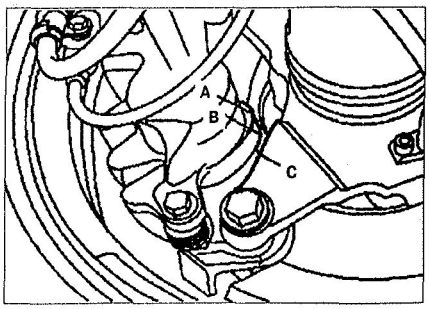

Рис. 1.42. Проверка толщины тормозных накладок (сдвоенные шины).
14. Проверьте положение меток **A** и **B** на тормозном суппорте при вращении относительно края **C** (см. рис. 1.42). **A** – новая прокладка, **B** – оставшаяся прокладка около 5 мм. Этот тест – только грубая проверка. Если метка **B** приблизилась к метке **C**, необходимо произвести проверку, сняв колесо.